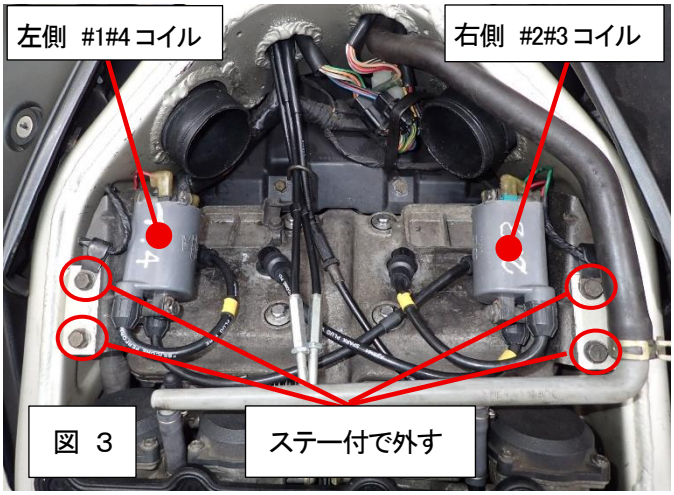

図 3
④ガソリンタンク、エアクリーナーASSY を外し、ノーマルイグニッションコイル(ステー付)を取外して下さい(図3)。
⑤8ページ「プラグコードコネクタ装着方法」に従ってプラグコードを SP2 コイルに装着して下さい。プラグコード／キャップはリーク防止のため、新品又は良品を使用して下さい。